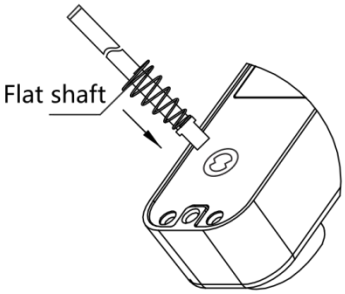

FIG7D
3) Steek één uiteinde van de platte as met een borgveer in het ronde gat van het slot op het voorpaneel (zoals weergegeven in Fig. 7D).